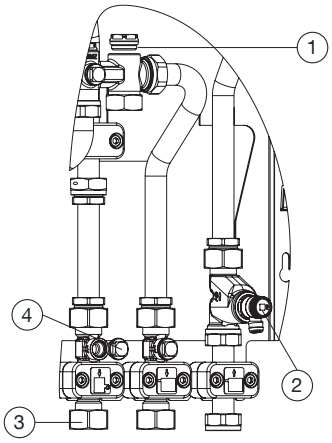

Abb. 2: Ausbau Stopfen Regudis W-HTU/TU und Regudis W-HTF
3. Schrauben (SW 22) Sie den Blindstopfen aus dem Verteiler heraus (siehe Abb. 2).
4. Schrauben (SW12) Sie den Verschlussstopfen aus dem Gehäuse heraus (siehe Abb. 2).